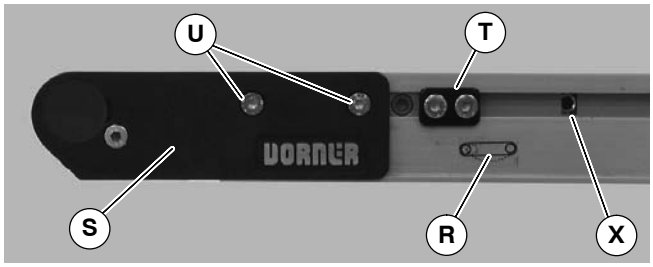

Figure 37
1. On tension end of the conveyor, identified with a label (R of Figure 37), adjust head plate assembly (S): On both sides of conveyor, loosen fastening screws (U) and rotate pinion gear (X) to adjust head plate assembly.
2. Adjust head plate assembly so end of conveyor frame aligns with first tensioning mark (BR of Figure 38). Tighten fastening screws (U of Figure 37) on both sides of conveyor to 7 Nm.
3. If equipped with cam tracking assemblies (T of Figure 37), reposition against head plates and adjust belt tracking. Refer to “Conveyor Belt Tracking”, page 16.